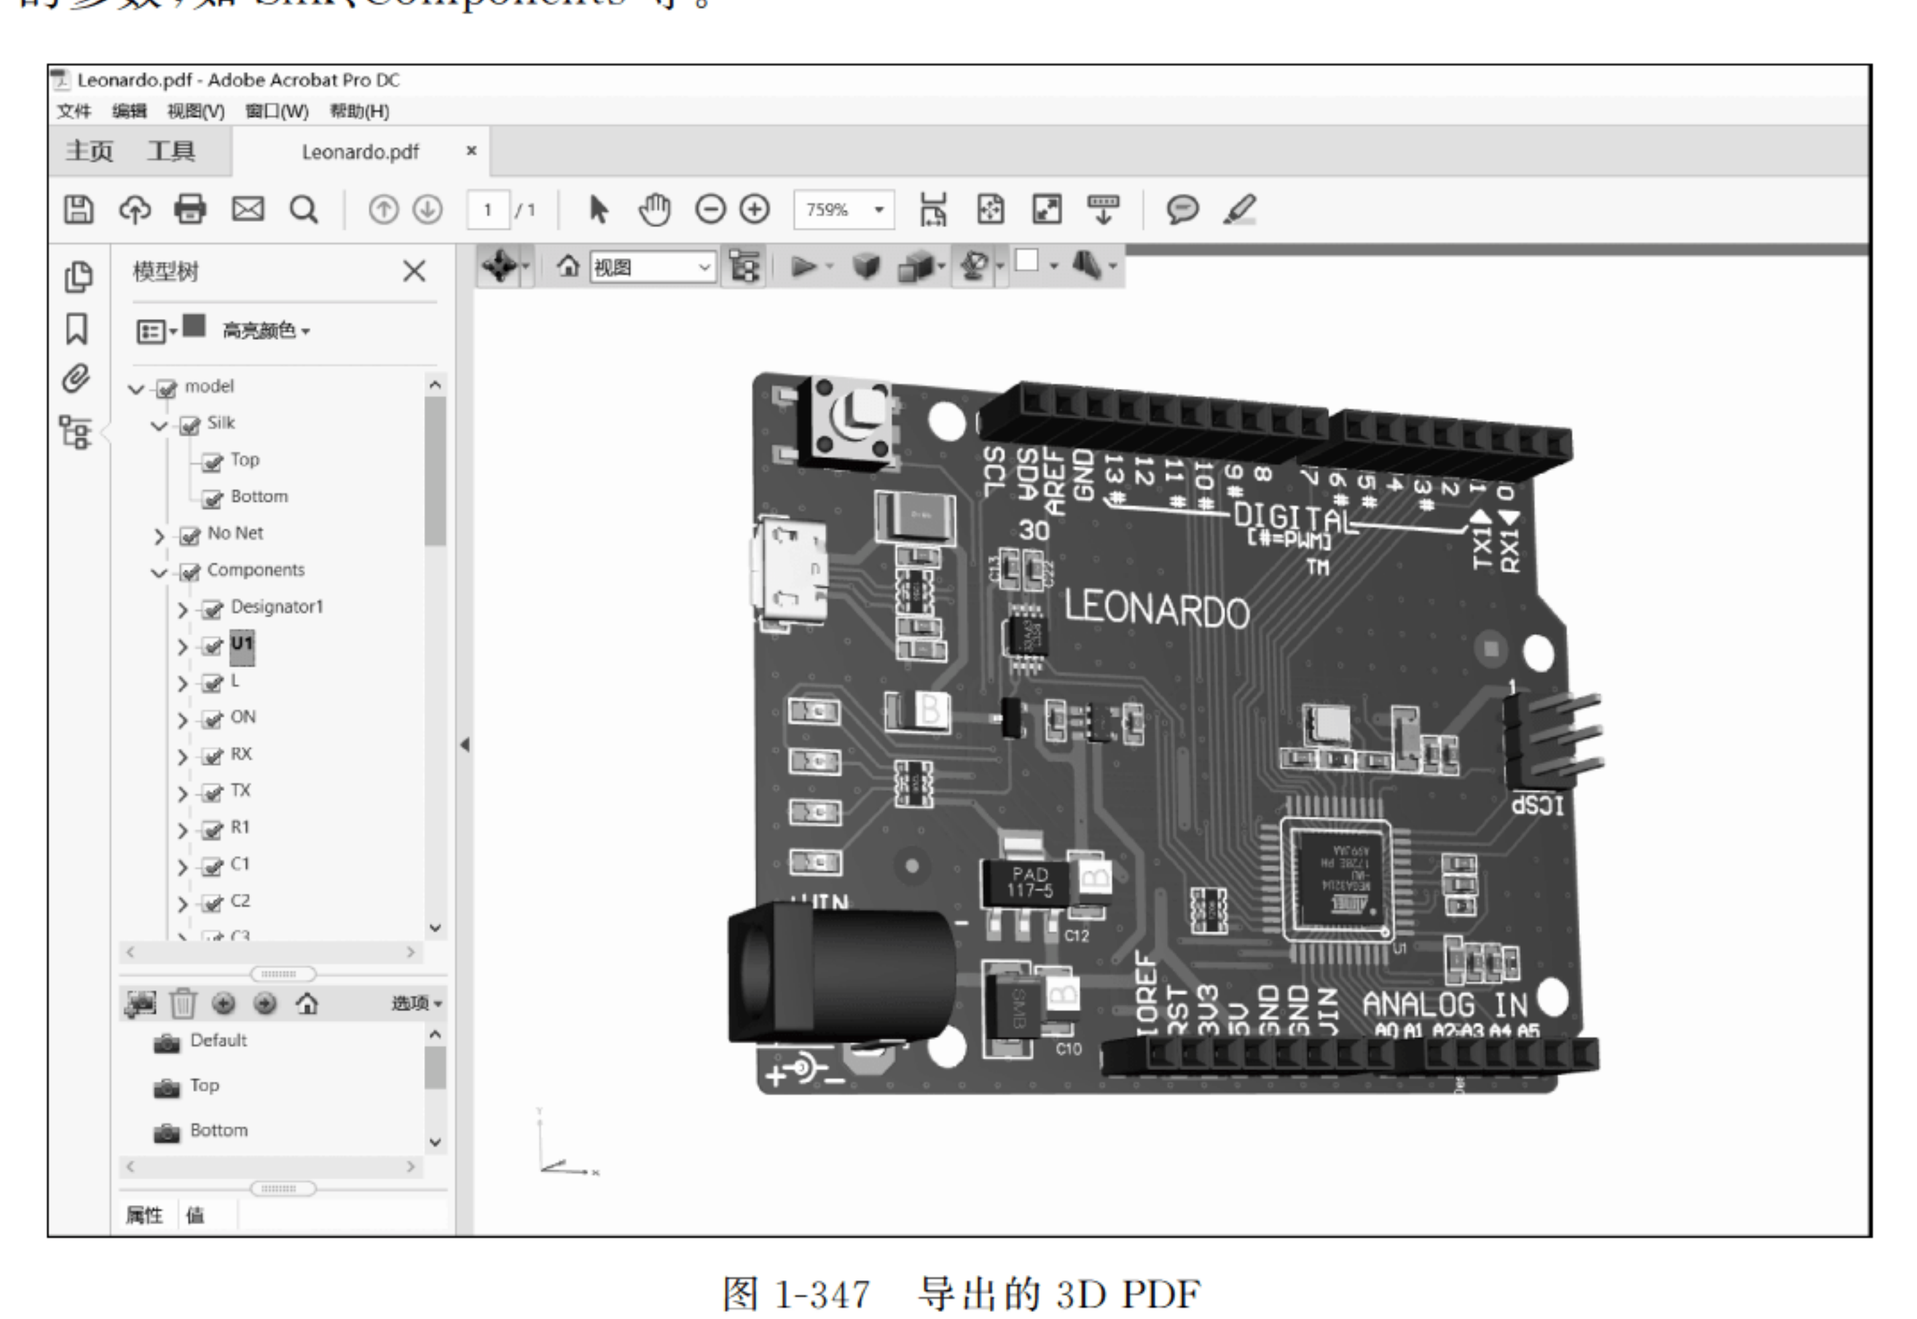

图 1-347 导出的 3D PDF
(2) 用 Adobe Acrobat DC 软件打开导出的 3D PDF 文件,如图 1-347 所示。这个 3D PDF 是有物理连接的、支持编辑的、可以旋转角度。在 PDF 的左边,可以选择需要查看的参数,如 Silk、Components 等。